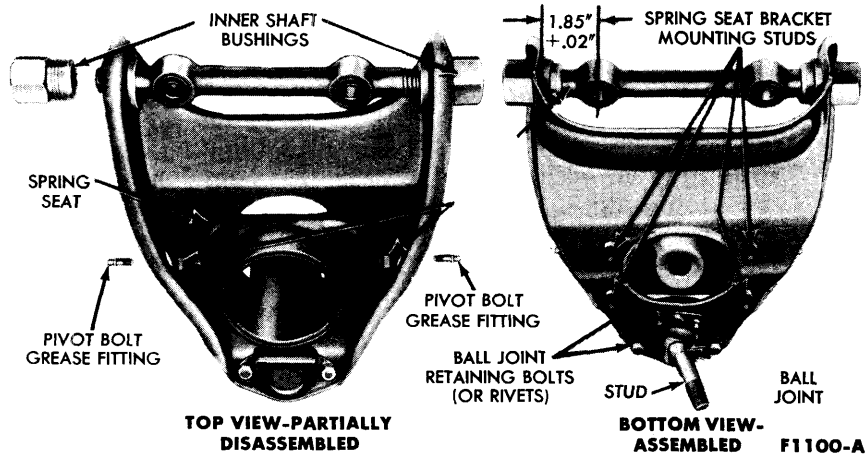

FIG. 7—Upper Suspension Arm
7. Remove the four stud nuts that retain the spring lower seat assembly to the upper arm (Fig. 7).
1. Install the studs of the spring seat through the holes in the new upper arm, and secure the seat to the arm with stud nuts (Fig. 7).
2. Position the shaft in the arm, apply grease to the new bushings (Part 12-1), and install the bushings loose on the shaft and arm. **Turn the bushings so that the shaft is exactly centered in the arm.** The shaft will be properly centered when located at the dimension shown in Fig. 7.